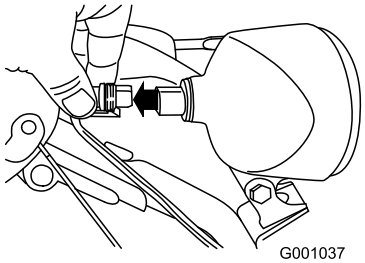

**Figure 61**
1. Remove the wire connector from the back of the headlight (Figure 61).